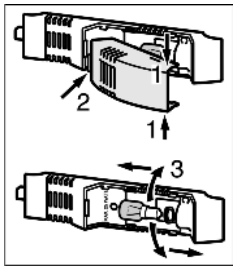

Fig. 18
▶ Take hold of the lamp cover at the top and bottom *Fig. 18 (1)*.
▶ Disengage the lamp cover at the back and detach it *Fig. 18 (2)*.
▶ Replace the lamp *Fig. 18 (3)*.